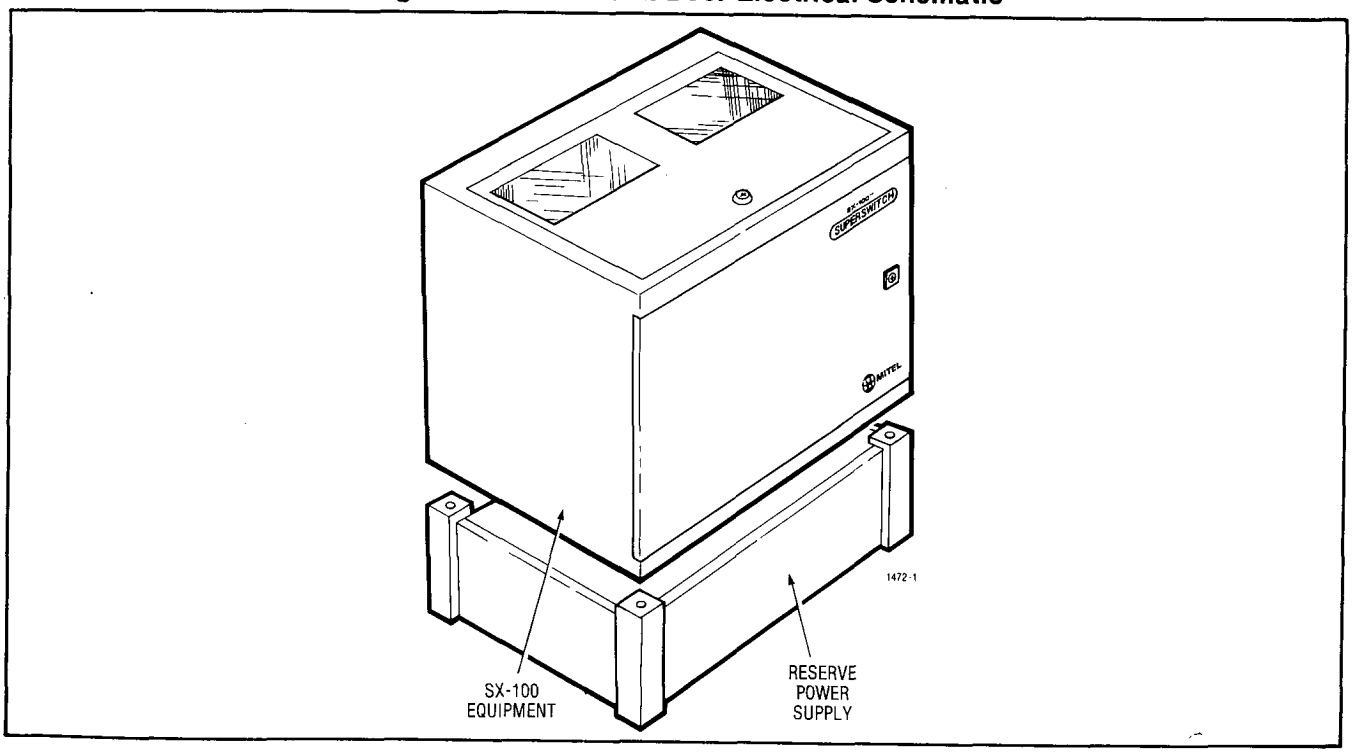

Fig. 6-5 SX-100 Reserve Battery Back-Up
- The SX-200 is protected by fuses which are located on the back door of the cabinet (Fig. 6-5). The back door has imprinted upon it a circuit description defining each fuse and the circuit breaker. In addition to these fuses there are a series of LEDs which also are defined by the circuit on the back door. These LEDs will be lit if there is power in the area that they designate, or in the case of the reserve battery backup, if the battery is connected. In addition to the cabinet door fuses, there are fuses located on the backplane, interconnect card and power fail transfer card. The fuses on the backplane are for −48Vdc and have an LED which will be lit if the fuse blows and there is a card in one of the associated slots. The